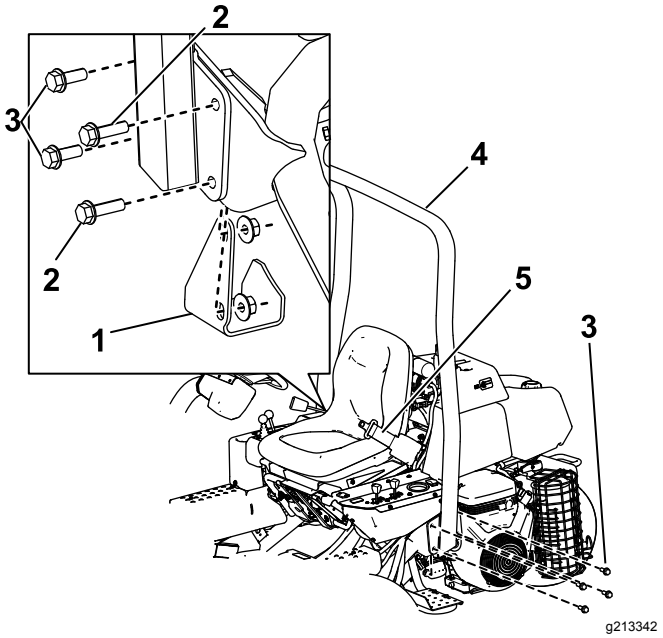

Figur 6
2. Senk veltebøylen (Figur 6) på monteringsbraketten, på linje med monteringshullene.
3. Fest hver side av veltebøylen til monteringsbrakettene med fire bolter (½ x 1 ½ tomme) og låsemuttere (Figur 6).
med to bolter (½ x 1 ½ tomme), to bolter (½ x 1 ¾ tomme) og låsemuttere, som vist i Figur 6.